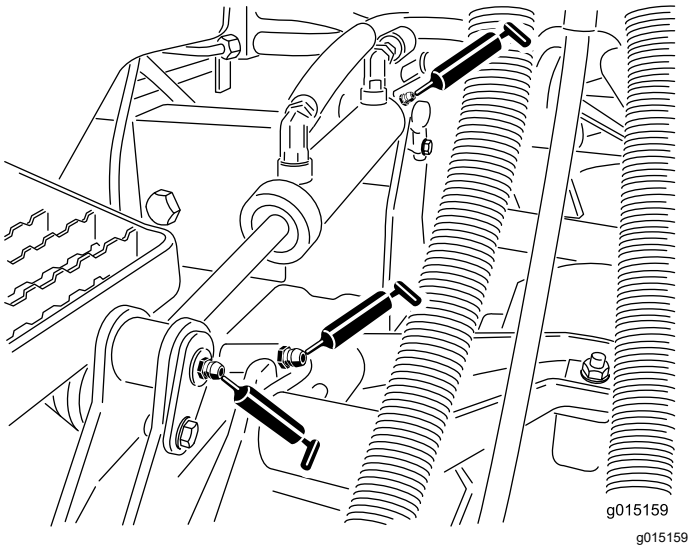

Figuur 82
- Lagerbussen van hefarm (1 per maaidek) (Figuur 82)
- Lagerbussen van hefcilinder (2 per maaidek) (Figuur 82)